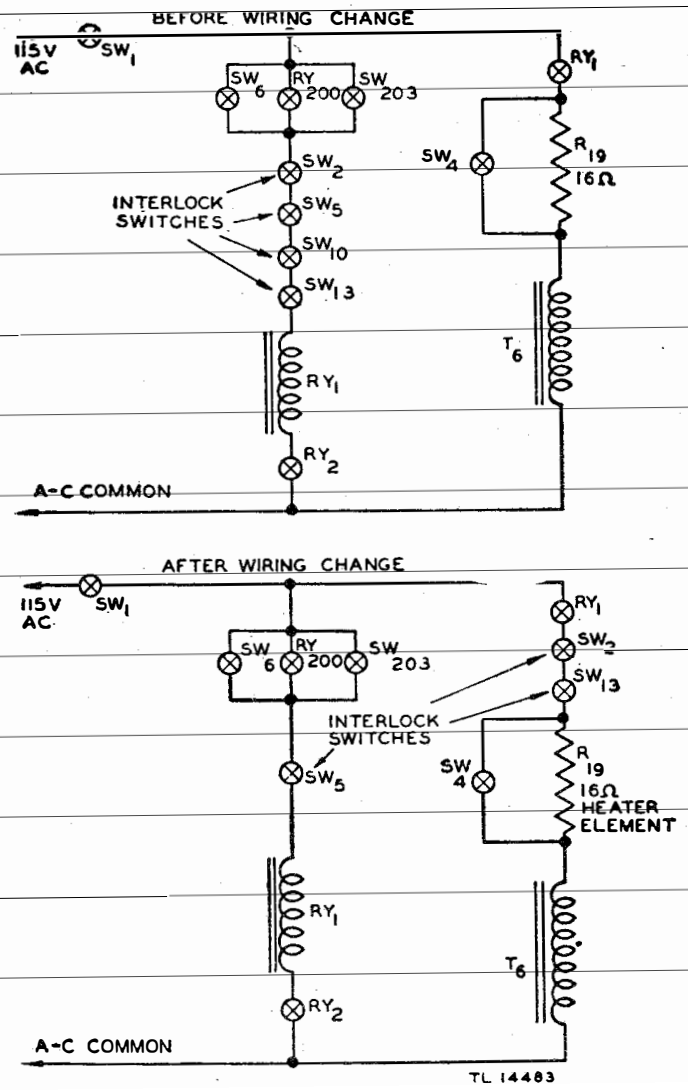

Figure 73. Interlock switches—functional diagram.
i. Interlock Switches SW_2, SW_5, SW_{10}, and SW_{13} (fig. 73). Interlock switches are provided wherever opening a door or removing a cover of the transmitter exposes the operator to dangerously